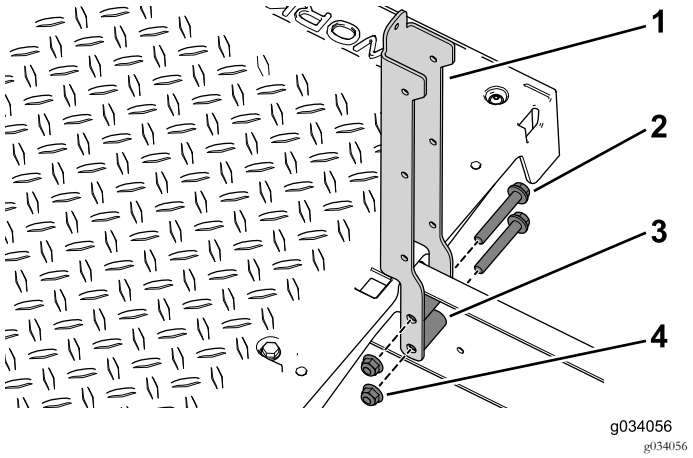

Figura 39
3. Utilize os quatro parafusos flangeados (3/8" x 2½"), espaçadores e porcas flangeadas para prender os suportes do banco esquerdo e direito à máquina (Figura 39).